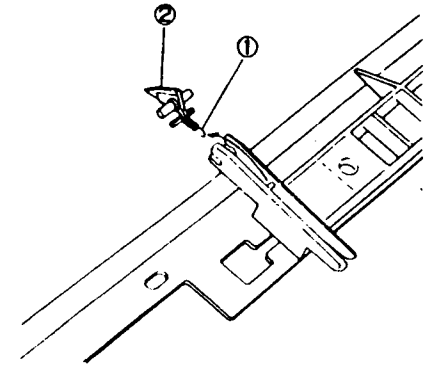

Рис. 3
5. (Рис. 3): Снимите палец отделения от фоторецептора.